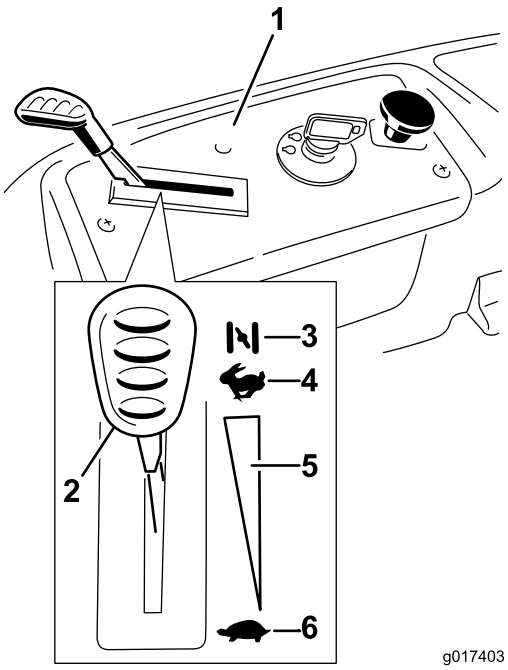

Figur 12
3. För gasreglaget till chokeläget innan du startar en kall motor (Figur 12).
5. För gasreglaget till det snabba läget (Figur 12) när motorn har startat. För gasreglaget tillbaka till chokeläget ett par sekunder om motorn stannar eller hackar. Upprepa vid behov.
2. Sätt gasreglaget mitt emellan halv och full gas (Figur 12).